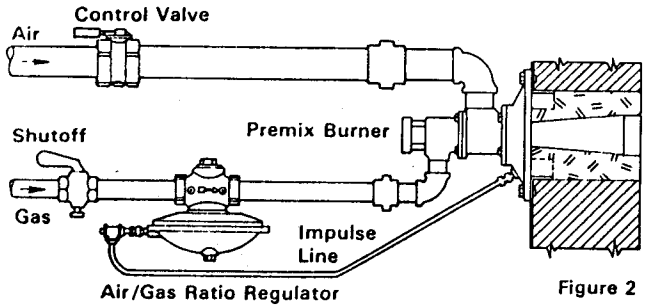

Figure 2
2. For a sealed-in type premix burner the vent of the Series 7218 Atmospheric Regulator should be cross-connected to the combustion chamber to correct the regulator action for any differences between furnace and atmospheric pressure. When one regulator is used for each burner, connect the vent through the burner mounting plate (as in Figure 2) or to the combustion area.
3. Attach a water gauge to the outlet test tap to show possible suction from furnace draft. To correct for this, cross-connect the regulator's vent to the combustion chamber as shown in Figure 2 or 5 on previous pages.